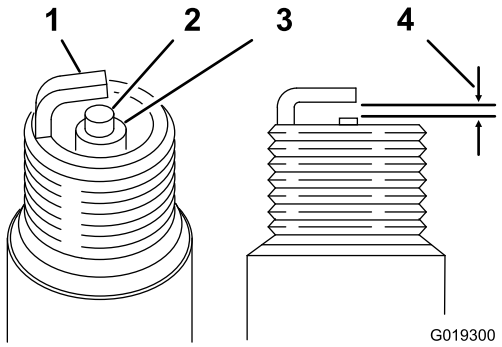

Figure 55
1. Examinez le centre de la bougie (Figure 55). Si le bec isolant est recouvert d'un léger dépôt gris ou brun, le moteur fonctionne correctement.
2. Avec une jauge d'épaisseur, mesurez l'écartement entre l'électrode latérale et l'électrode centrale (Figure 55).